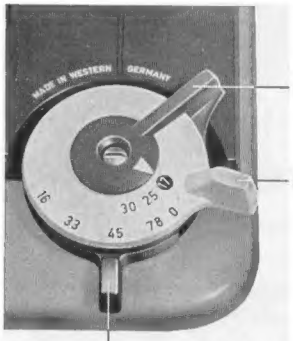

Fig. 4
2.13 Hebel A des Kombinationsschalters auf Automatik (17) stellen (Fig. 4).
2.14 Mit Hebel B Drehzahl wählen (Fig. 4).
2.16 Starten durch Ziehen des Hebels C bis zum Anschlag nach vorn und loslassen (Fig. 4).
2.13 Set lever A of combination switch on automatic (17) (Fig. 4).
2.14 Select rotative speed with lever B (Fig. 4).
2.16 Switching on unit by pulling lever C until stop forward and releasing it (Fig. 4).